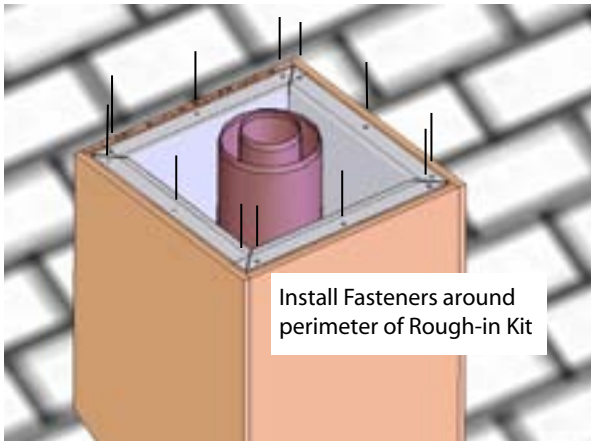

Figure 11c. *Fasten Rough-in Kit to framing*
Step 4: Install screws around perimeter of Rough-in Kit. Drill holes supplied for ease of installation, see ***Figure 11c.***